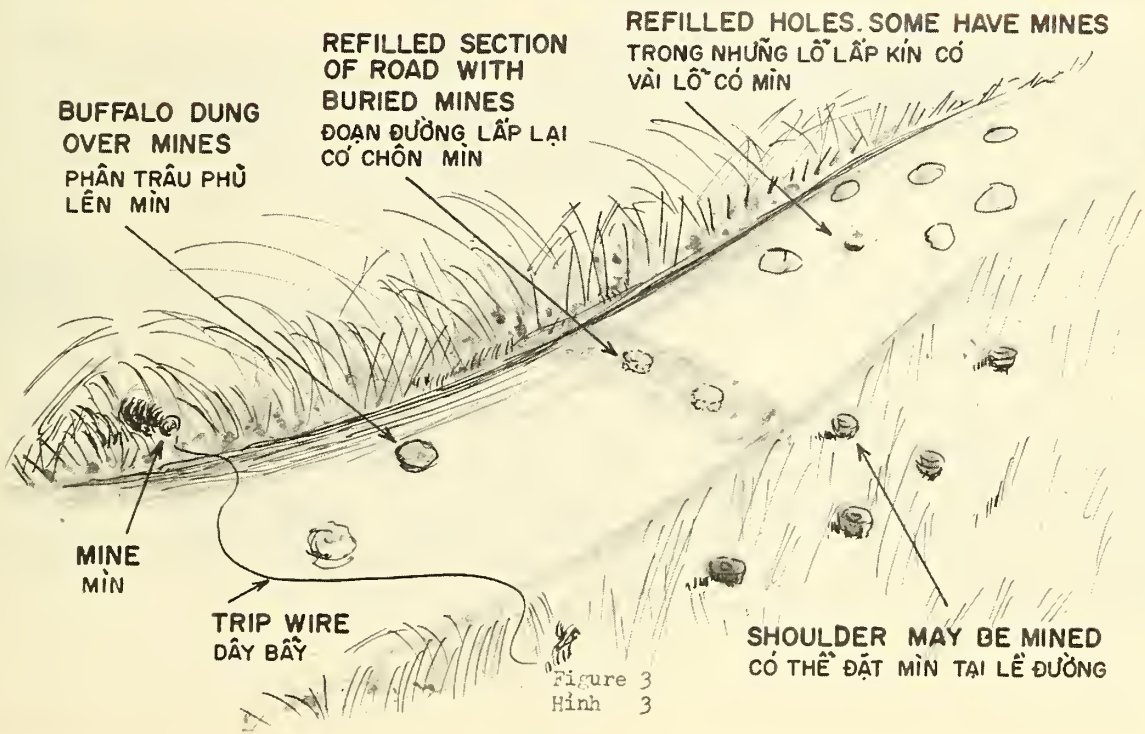

Figure 3
3. METHODS OF EMPLOYMENT ON DIRT ROADS AND TRAILS (figure 3).